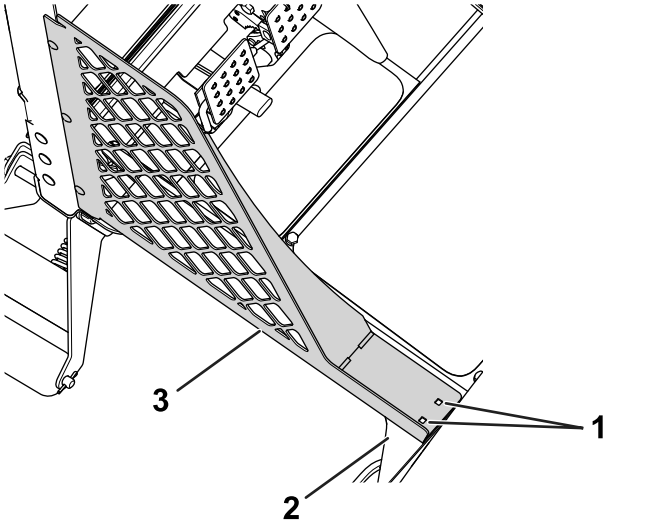

図 1
A. 下パネルアセンブリとフットプラットフォームが出会うところにマーキングする図 1。